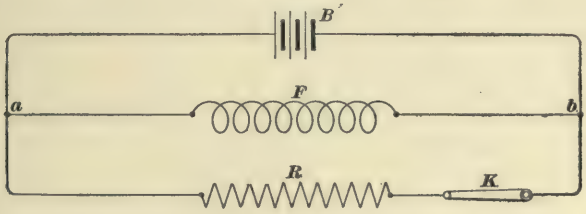

FIG. 5.
**10. Motor Field With Shunt.**—In Fig. 5, $F$ is a motor field winding, and $R$ is a shunt. If $K$ is closed, the current splits at $a$, part going through $F$ and part going through $R$. The amount of current that will go through each depends